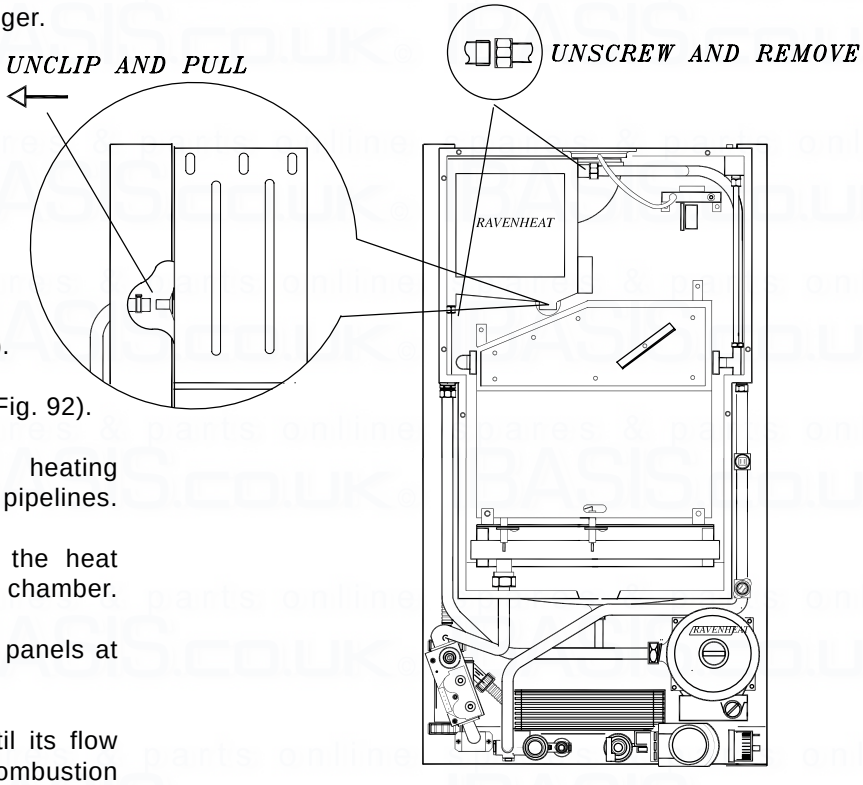

Fig. 41
7.6 TO REMOVE/REPLACE CONDENSING HEAT EXCHANGER (fig. 41).
7.6.4 Disconnect 4 unions for the heating water pipelines (fig. 41) and remove the two short pipes.
7.6.5 Remove screw holding the heat exchanger to chamber. Disconnect condensing discharge pipe by pulling off the pushfit connector at top rear of boiler (fig. 41).